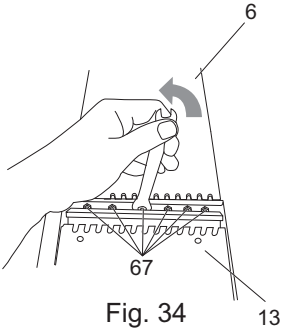

Fig. 34
> Gire los seis tornillos tensionadores de la cuchilla (67) en sentido antihorario con una llave de 8 mm para aflojarlos. (Fig. 34)